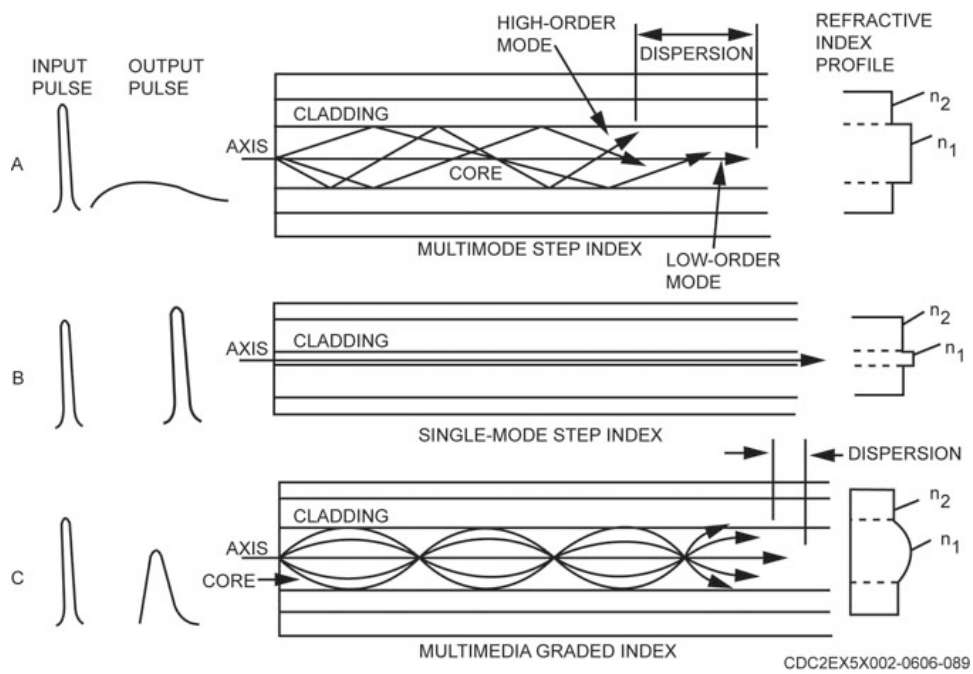

Figure 2–81. Types of fibers.
The refractive index profile describes the relationship between the core's refractive index and the cladding's refractive index. If the core's index is the same throughout, the profile shows a sharp step at the meeting of the core and cladding. This is called a step-index (SI) fiber, which may be either a single-mode or a multimode fiber. If the core's index is not the same throughout, it is called a graded-index fiber, which is normally a multimode fiber. Based on this classification, there are three types of fibers: multimode SI, single-mode SI, and multimode graded-index (GI) (fig. 2–81).
The single fiber has a core diameter ranging anywhere from 30 µm to over 800 µm. It has a high refractive index core and lower index cladding with a sharp (step) difference between the two. The large core allows many modes of light to travel down its length. Since light reflects differently for different modes, some rays follow longer paths than others do. The lowest-order mode, the axial ray (fig. 2–81A), travels down the center of the fiber without reflecting. It arrives at the end of the fiber first, before the high-order modes that reflect at the core-to-cladding interface at close to the critical
To limit dispersion in a fiber, we can reduce the core's diameter until the fiber only propagates one mode efficiently. A single-mode fiber has a core diameter in the order of 2 to 8 µm and a cladding diameter of 125 µm. It is very efficient for long-distance and very high-speed applications. The drawback is that the fiber is hard to work with and requires a laser to couple the light into the small core. This fiber is shown in figure 2–81B.